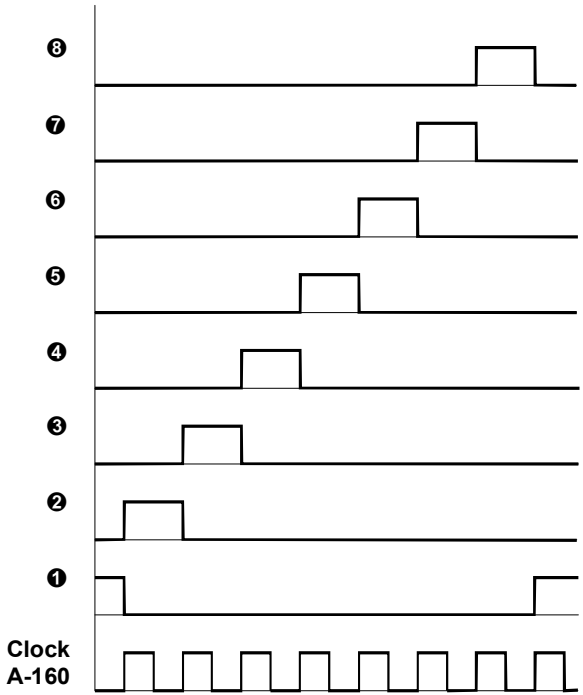

Fig. 1: How the A-161 puts out its signals
❶ 1 ... ❽ 8
Outputs ❶ to ❽ are the source of the sequential triggers that the A-161 puts out (see Fig. 1).